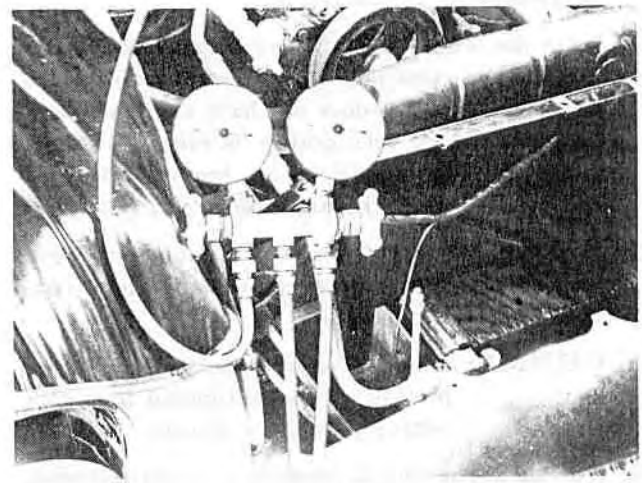

Figure 12—Thermo-Well on Inlet Tube
4. Clip the 5/8" thermo-well, J-5422, on the inlet tube of the condenser. Fill the well cavity with water and insert the thermometer, J-5421, in it. See figure 12.